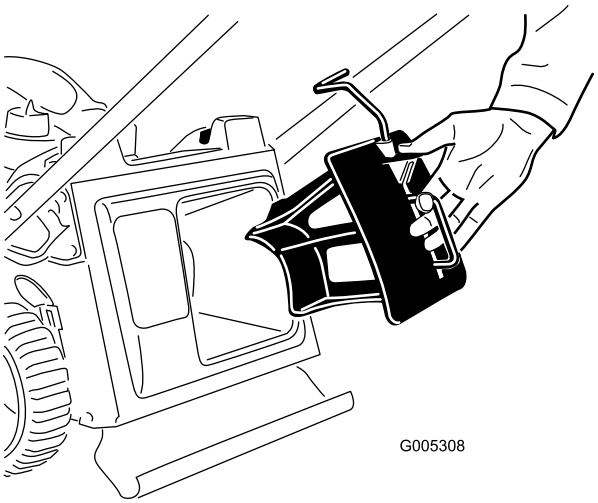

Figur 8
1. Indsæt kværndækslet i maskinen, hvis det ikke allerede er monteret (Figur 8).